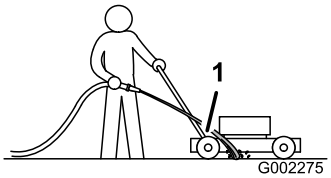

Figur 28
3. Håll vattenslangen i nivå med handtaget och rikta vattenstrålen mot marken precis framför det högra bakhjulet (Figur 28).